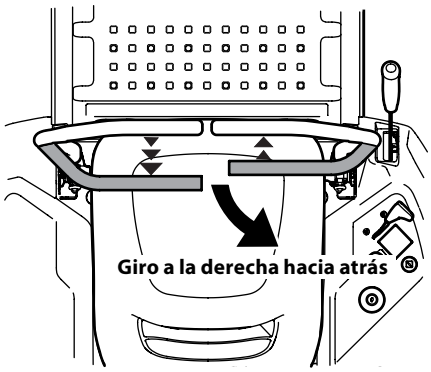

Figura 3-9
2. Para girar a la derecha mientras se desplaza marcha atrás, mueva la palanca de control del lado derecho hacia adelante respecto de la palanca izquierda de control de la transmisión. Consulte la Figura 3-9.